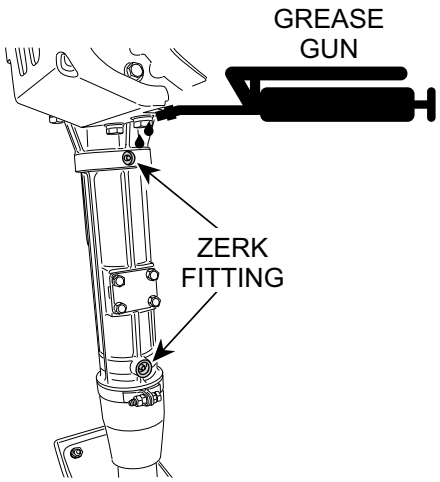

Figure 25. Grease Fittings (Main Springs)
- The rammer main springs (Figure 25) should be lubricated with ***five shots*** of grease with a hand grease gun after each eight (8) hours of use.